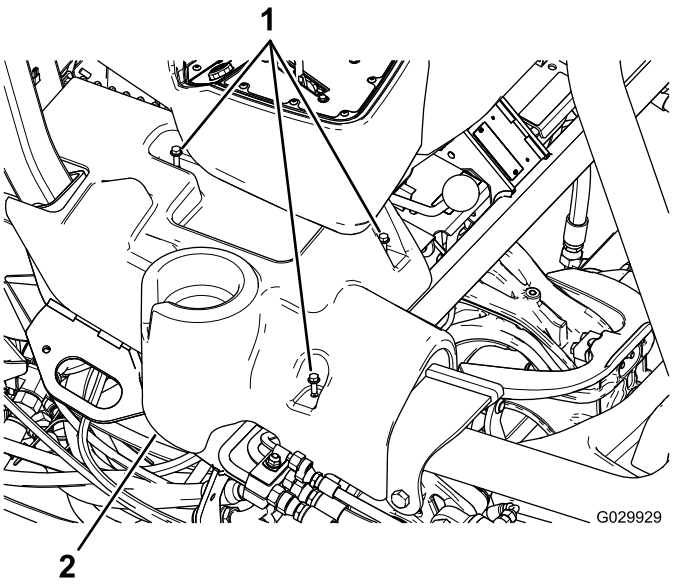

Figura 12
1. Alinee los taladros de la consola derecha nueva con los taladros de la máquina (Figura 12).